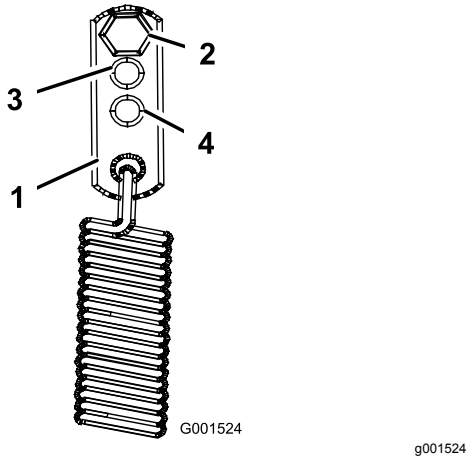

Figur 42
3. Konfigurera systemet för tyngre körning genom att flytta fjäderförankringslänken till läget för medeltunga eller tunga körförhållanden (Figur 42). Fjäderförankringslänken är ansluten till det övre bakre hörnet av hydrauldrivningsskydden på vänster och höger sida av maskinen.